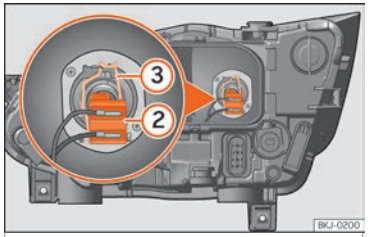

Fig. 105 No compartimento do motor: lâmpada da luz de médios.
– Retire o conector da lâmpada ››› Fig. 105 ②.
– Desengate a mola de fixação ››› Fig. 105 ③ pressionando-a para dentro e para a direita.